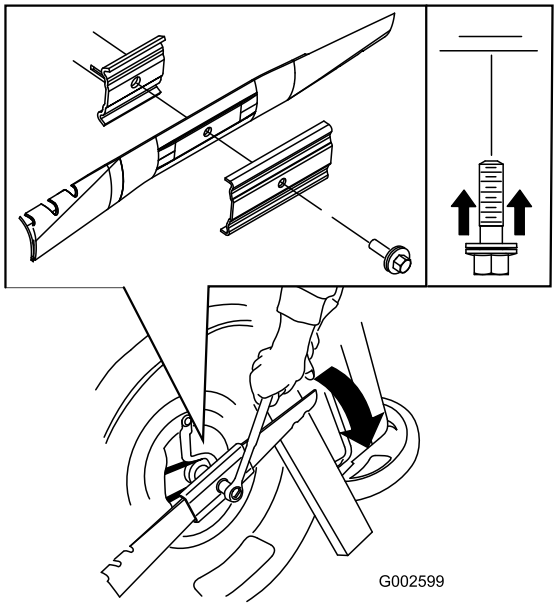

Figur 31
5. Monter den nye kniven (drei knivbolten med urviseren) ved hjelp av skruene og mutterene du sparte (Figur 31).